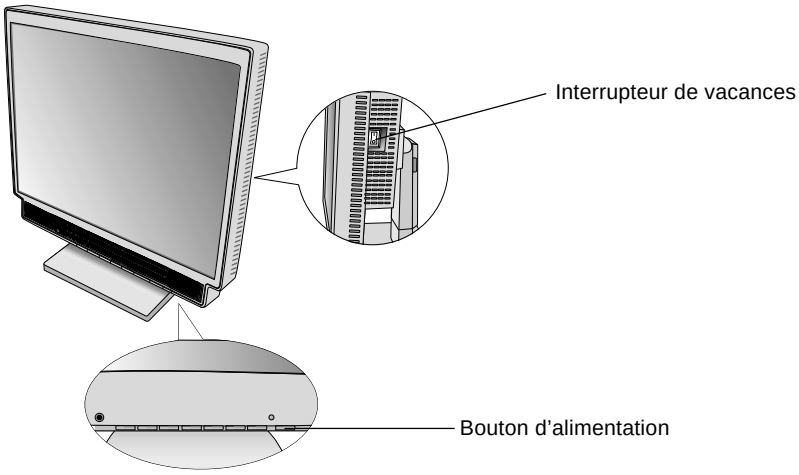

Figure F.1
7. L'interrupteur de vacances situé sur le côté droit du moniteur doit être allumé (**Figure F.1**). Allumez le moniteur avec le bouton d'alimentation ainsi que l'ordinateur.